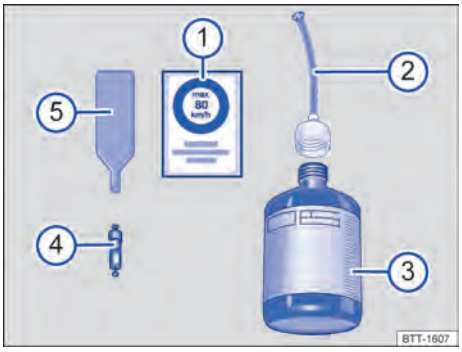

Fig. 240 Componentes del kit reparapinchazos (representación esquemática).
① Adhesivo con la indicación de velocidad "max. 80 km/h" o "max. 50 mph"
② Tubo de llenado con tapón
③ Botella de sellante
④ Obús de repuesto para válvula
⑤ Desmontaobuses
El desmontaobuses → Fig. 240 ⑤ tiene una ranura en su extremo inferior para el obús de la válvula. Solo así se puede desenroscar y volver a enroscar el obús de la válvula del neumático. Esto también vale para el obús de repuesto ④.
1. Pegue el adhesivo del kit reparapinchazos → Fig. 240 ① en el tablero de instrumentos dentro del campo de visión del conductor.
3. Desenrosque el obús de la válvula con el desmontaobuses → Fig. 240 ⑤ y deposítelo sobre una superficie limpia.
4. Agite enérgicamente la botella de sellante → Fig. 240 ③ varias veces.
5. Enrosque fijamente el tubo de llenado → Fig. 240 ② en la botella de sellante en el sentido de las agujas del reloj. El precinto de la boca de la botella se perfora automáticamente.
6. Retire el tapón del tubo de llenado → Fig. 240 ② y enrosque completamente el extremo abierto del mismo en la válvula del neumático.
9. Enrosque nuevamente el obús en la válvula del neumático con ayuda del desmontaobuses → Fig. 240 ⑤.